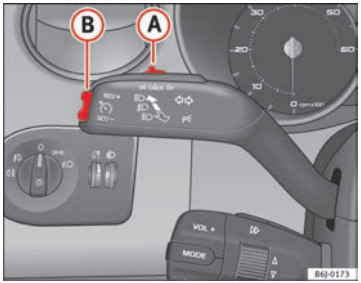

Fig. 122 Turn signal and main beam headlight lever: switch and rocker switch for the cruise control
– Move the control ⇒ Fig. 122 (A) to the left to **ON**.